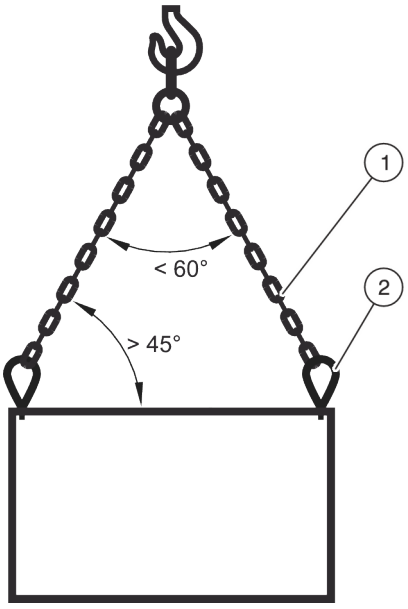

Fig. 7: Transport with crane and beckets or ring nuts (without cross member)
2. Screw all beckets or ring nuts (Fig. 7/2) fully into all threaded holes.
3. Fix the ropes or chains (Fig. 7/1) to the beckets or ring nuts.